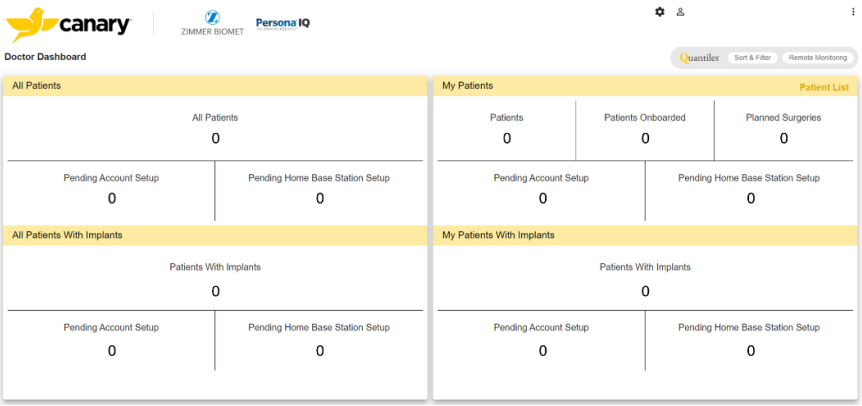

Figure 14: Doctor Dashboard Screen
1. Create a new patient account by logging into the Physician account. After logging in, you will see the “Doctor Dashboard” (**Figure 14**). Click on “Patient List.”